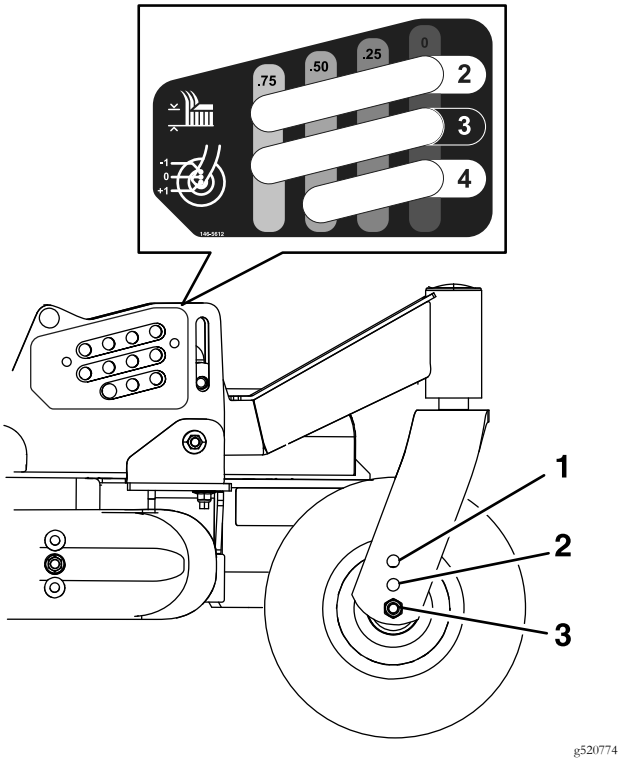

Figure 22
B. Adjust the front and rear gauge wheels to the appropriate hole location (see the chart below and Figure 22) and reinstall the mounting hardware.